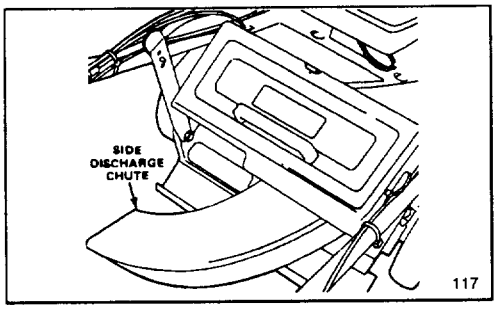

Figure 25
1. Side Discharge Kit, Model No. 59112—Installs in seconds. Rear mounted in place of the grass bag. Disperses clippings while trimming on both sides (Fig. 25).